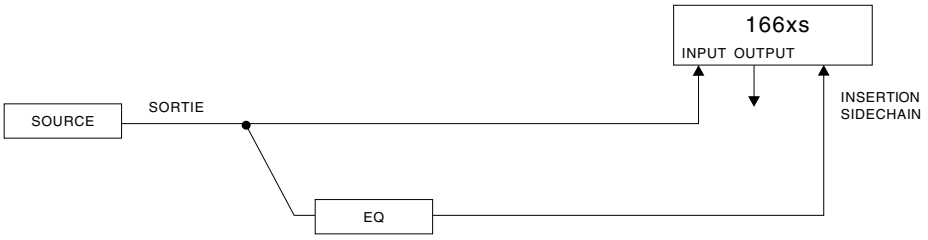

Figure 4 : Compression variable en fréquence
Par exemple, pour configurer le 166xs en Noise Gate variable en fréquence ou en compresseur variable en fréquence, vous devez alimenter l'entrée d'un égaliseur avec le même signal que celui en entrée du 166xs, puis connecter la sortie de l'égaliseur à l'embase d'insertion SIDECHAIN INSERT du 166xs (Figure 4). Il existe plusieurs façons d'affecter le signal à la fois à l'entrée du 166xs et à celle de l'égaliseur : (1) utilisez un câble spécial connecté à l'embase SIDECHAIN INSERT. La fiche de départ (SEND) se connecte à l'entrée de l'égaliseur, la fiche de retour (RETURN) à sa sortie ; (2) utilisez un câble en Y pour diriger la source audio à la fois à l'entrée du 166xs et à celle de l'égaliseur ; (3) appliquez le signal à l'une des entrées du 166xs et utilisez une autre fiche sur l'entrée parallèle du même canal de compression pour alimenter l'égaliseur (par exemple, si la source audio est reliée à la l'embase Jack 6,35 mm du canal 1, utilisez l'entrée XLR pour relier le signal à l'égaliseur) ; (4) si la source audio peut séparer d'une manière interne son signal de sortie (par exemple, certains synthétiseurs peuvent transmettre le même signal vers deux sorties), reliez un câble dans chaque sortie et reliez un câble à l'entrée du 166xs et l'autre à l'égaliseur.